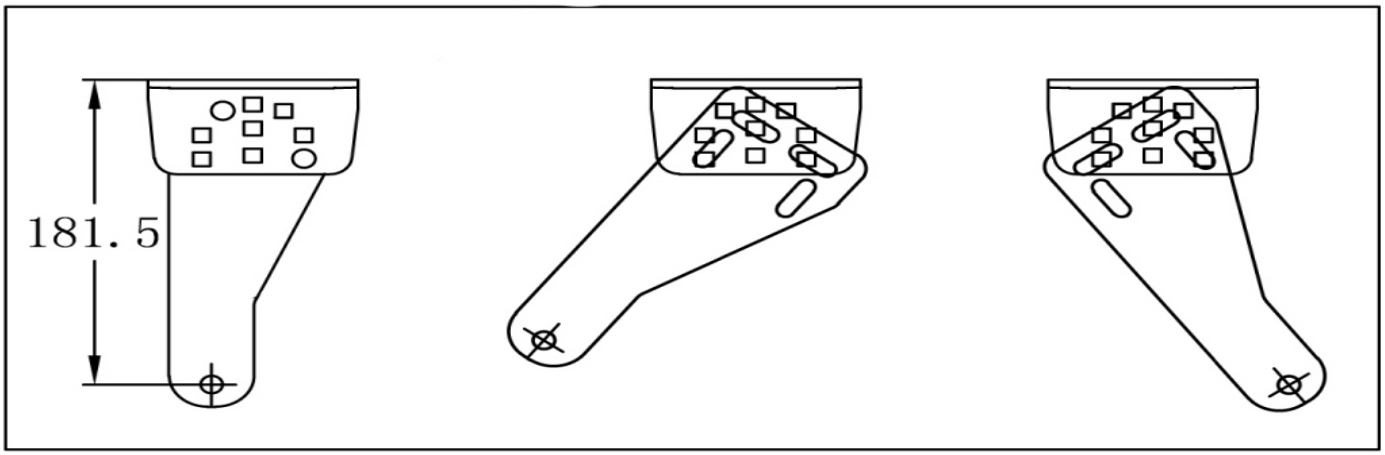

Рис. 7 Варианты сборки заднего кронштейна привода
- Определив монтажные размеры А и В и место размещения заднего крепления на столбе, выберите вариант сборки заднего крепления (Рис. 7). При необходимости кронштейн заднего крепления подрежьте до нужного размера. В случаях если длины кронштейна недостаточно, используйте подручные материалы для удлинения заднего крепления.